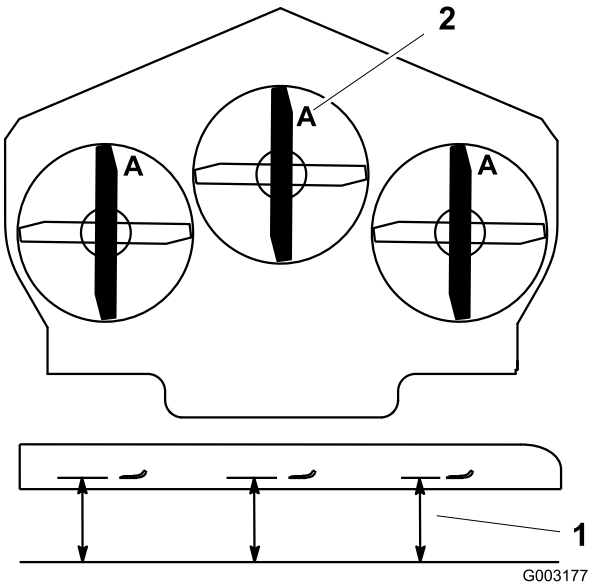

Figur 82
3. Rotera knivarna tills ändarna vetter framåt och bakåt (Figur 82). Mät från ett jämnt underlag till knivens egg vid punkt **A** på knivarna (Figur 82). Anteckna detta mått.